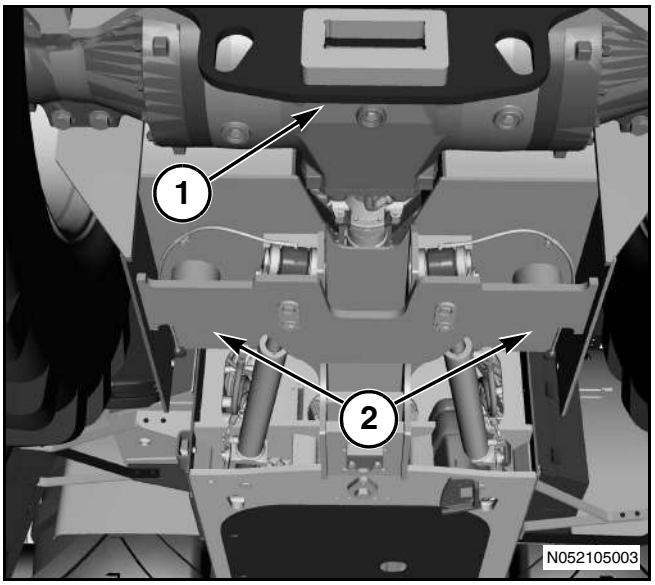

Рис. 99
Рис. 99: Установите подходящее подъемное устройство под задней плитой (1). Немного поднимите задний конец машины от земли. Убедитесь в том, что подъемное устройство способно поднять вес машины.